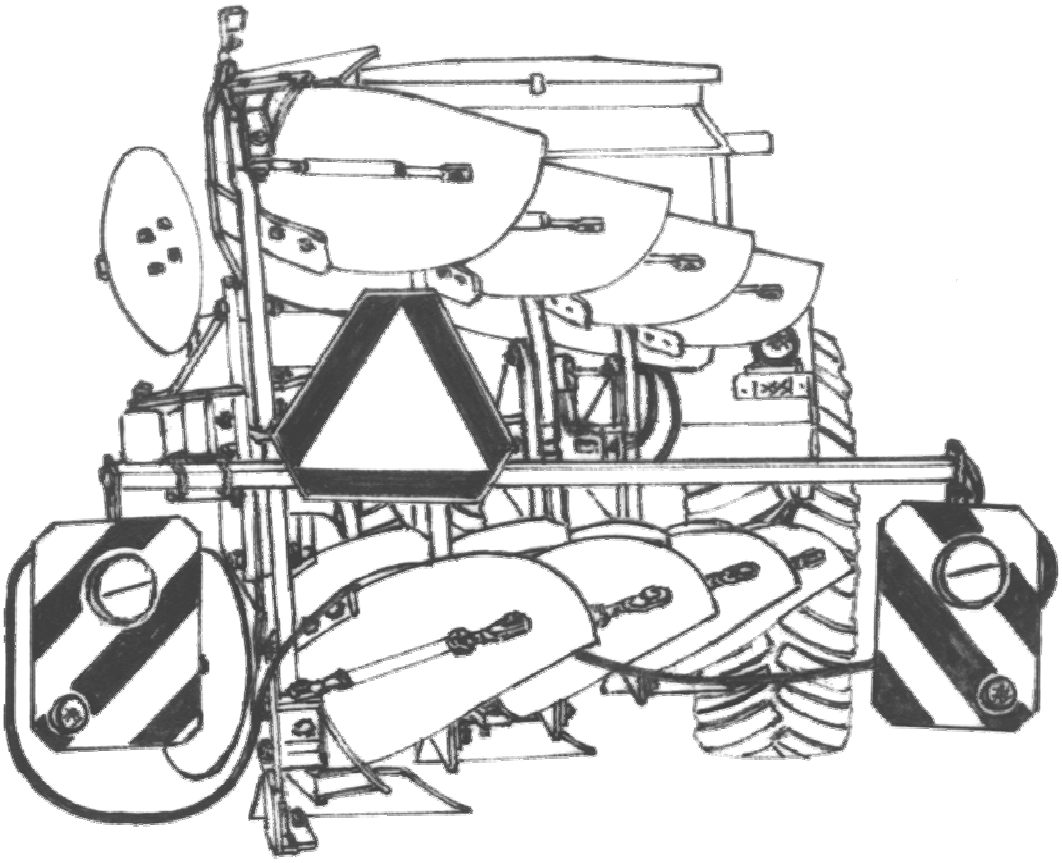

Rys. 1. Pług z zamontowanymi urządzeniami ostrzegawczymi.
***** W czasie transportu pługa po drogach publicznych obowiązkowo stosuj urządzenia świetlne, tablice wyróżniającą i boczne światła odblaskowe. Mocowanie urządzeń świetlno-ostrzegawczych pokazano na **Rys. 1.**